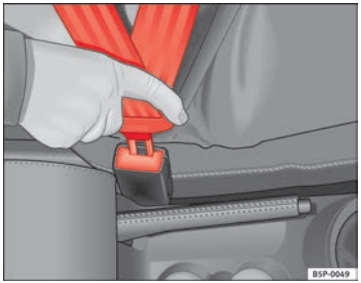

Fig. 12 Belt buckle and latch plate of seat belt
– Insert the latch plate into the buckle for the appropriate seat and push it down until it is securely locked with an audible click ⇒ Fig. 12.